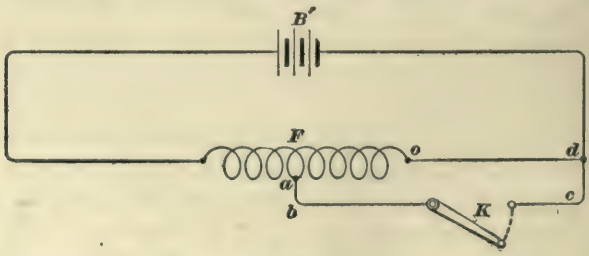

FIG. 4.
**9. Explanation of Loop.** — In Fig. 4, $F$ is the field winding of a motor, and the battery $B'$ sends its current